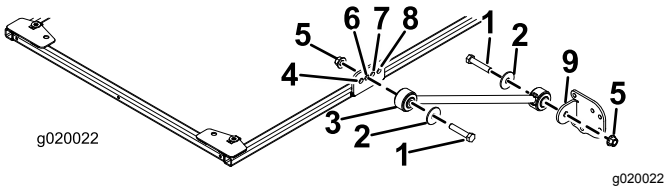

Figure 2
2. De chaque côté du cadre du pare-soleil, fixez légèrement un raidisseur dans le deuxième trou du support de raidisseur à l'aide d'un boulon (1/2" x 2-1/2"), d'une rondelle (1/2") et d'un écrou à embase (1/2"), comme montré à la Figure 2.
3. Fixez légèrement un support à chaque raidisseur à l'aide d'un boulon (1/2" x 2-1/2"), d'une rondelle (1/2") et d'un écrou à embase (1/2"), comme montré à la Figure 2.